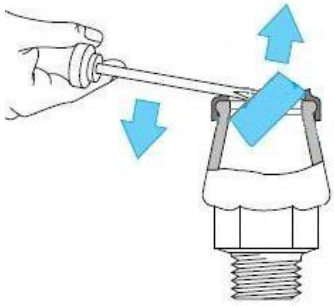

Bild 6
1. Klemmring vorsichtig entfernen (siehe Bild 6, Epoxi-Beschichtung nicht verletzen).